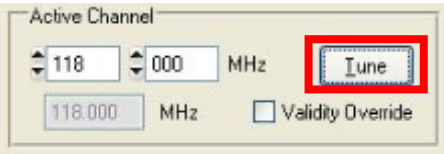

Figure 74 Setting VDL Transceiver Frequency to 118 MHZ
2) Set the Mode 2 active channel frequency to 118.000 MHz by entering 118 MHz in the Active Channel box and clicking "TUNE" (Figure 74)
2) Set the Mode 2 active channel frequency to 118.000 MHz. (Figure 74)